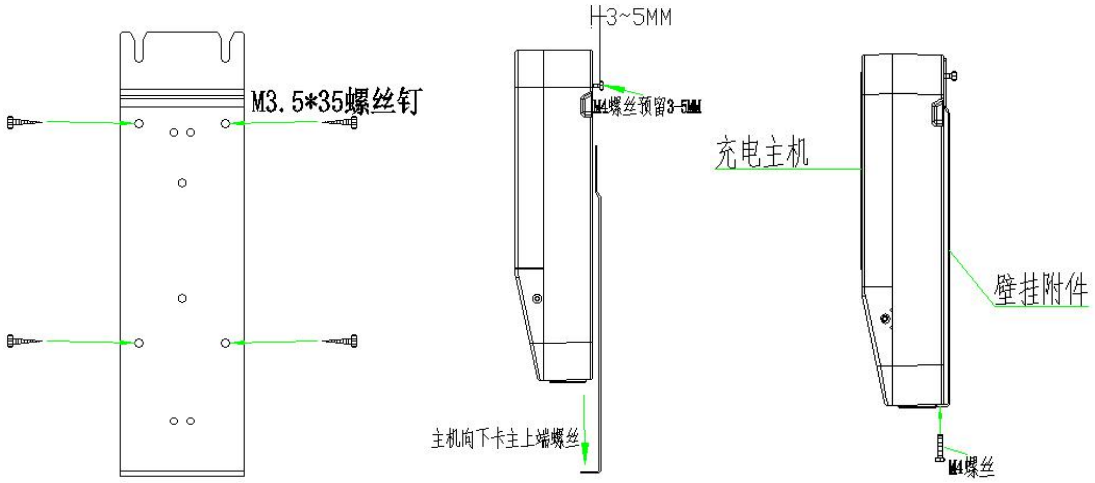

图 4
4、先将壁挂附件贴在墙上在画出打孔位置，用冲击钻配合 6MM 的冲击钻头钻头打孔，将塑料胶塞锤入孔中，再用 M3.5*35 的木工螺丝的螺丝固定壁挂附件，最后用随机配送的 M4 螺丝将充电主机与壁挂附件锁付连接即可，如图 4。